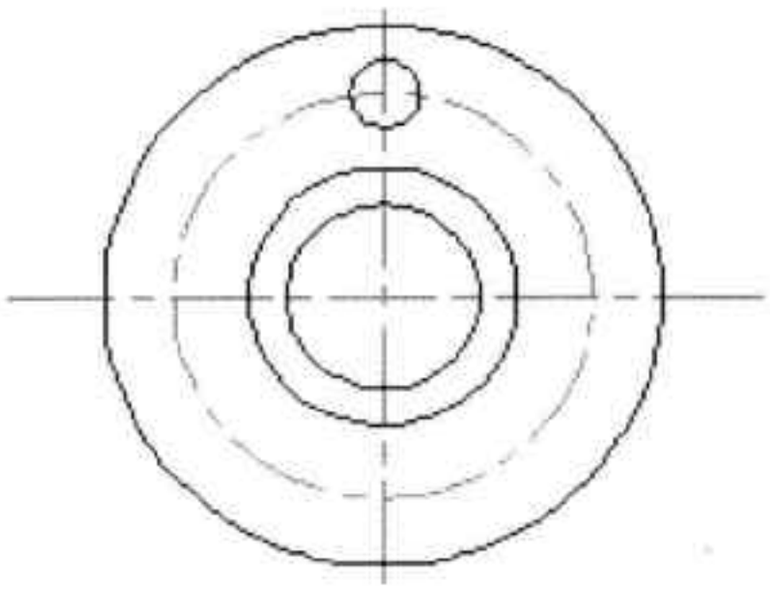

图21-5 绘制圆
Step 05 将“实线”层置为当前层。执行“圆”命令，以半径 66 的圆的顶部象限点为圆心，绘制半径为 11 的圆，如图 21-5 所示。